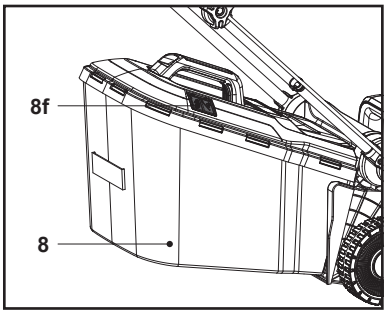

Rys. 11
2. Gdy klapka (8f) jest zamknięta, kosz na trawę (8) jest pełny i należy go opróżnić (rys. 11).